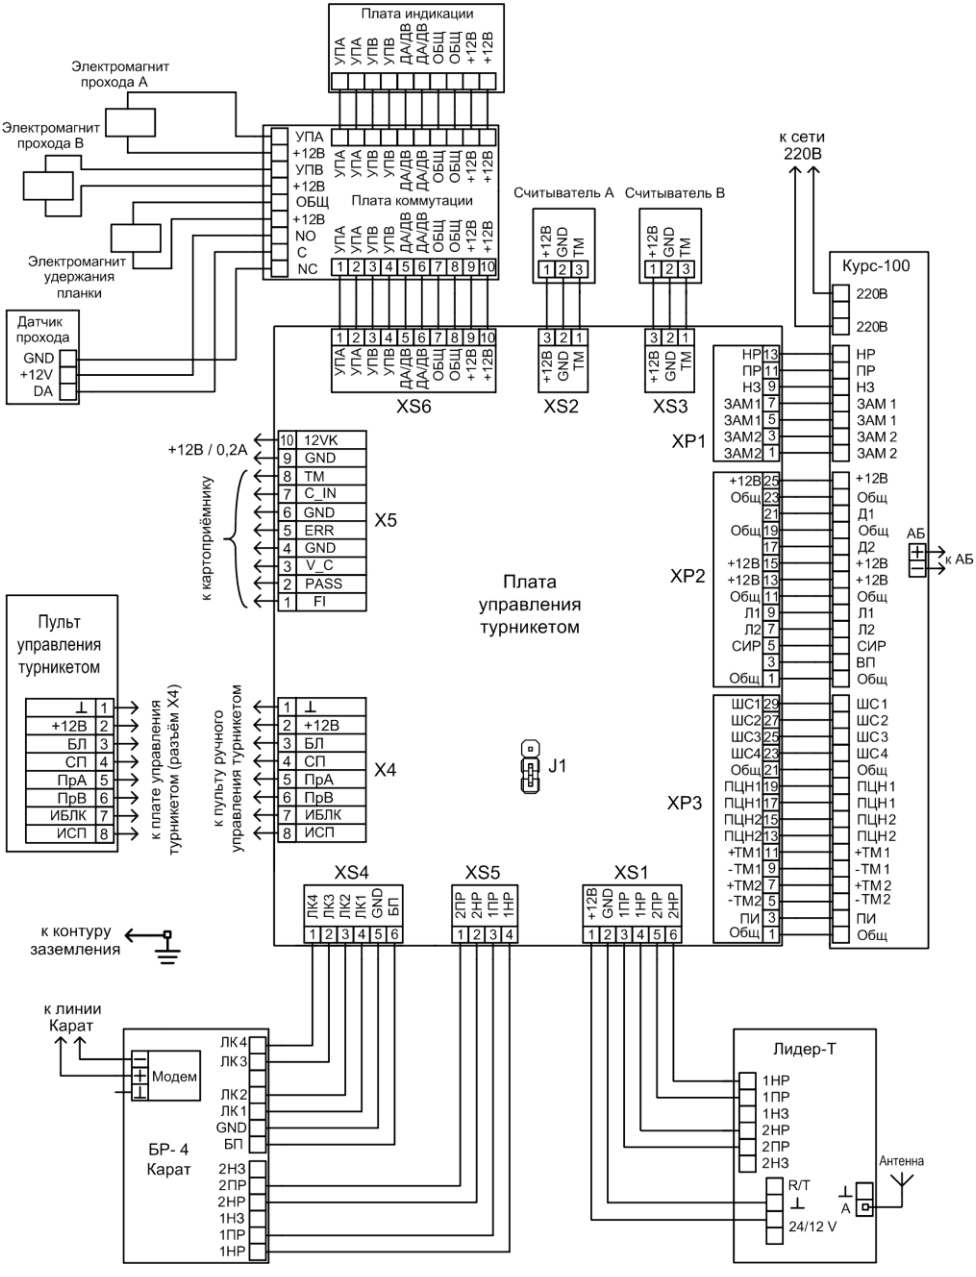

Рис.8 Схема электрическая соединений
- подключите кабель пульта управления к клеммнику Х4 платы управления турникетом и к клеммнику пульта (выкрутите два винта по бокам пульта, снимите крышку, на крышке пульта расположена плата с клеммником, подключите кабель согласно схеме подключения – рис.8, проденьте кабель в паз в основании пульта, зафиксируйте кабель хомутом, соберите пульт);